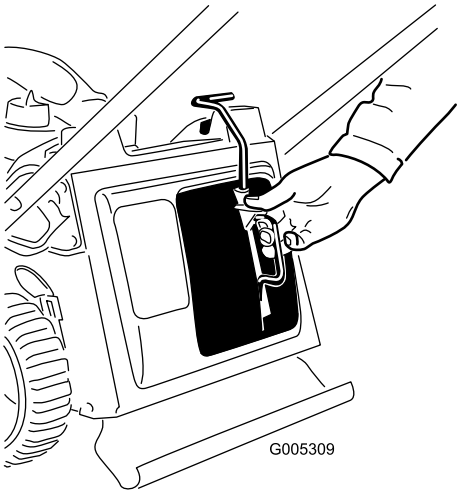
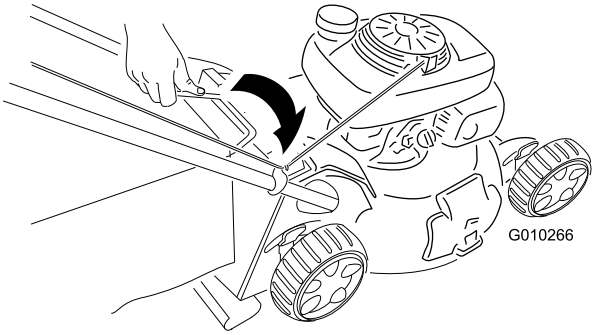

Figur 21
Figur 22
1. Montera mullningspluggen (Figur 21) eller gräsuppsamlaren (Figur 22) på maskinen.